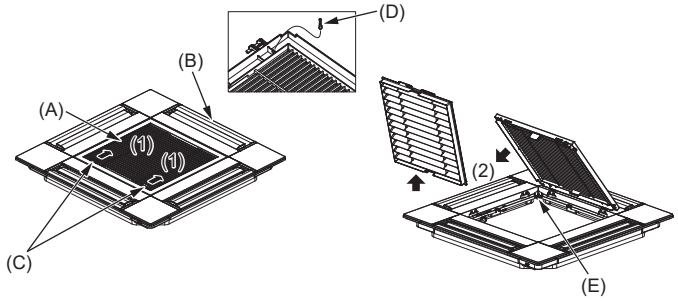

Abb. 10-3
10.2.1. Entfernen des Ansauggitters (Abb. 10-3)
- Zum Öffnen des Ansauggitters die Hebel in die mit dem Pfeil (1) gekennzeichnete Richtung schieben.
- Das Scharnier des Ansauggitters bei geöffnetem Ansauggitter (Position “offen”) vom Gitter in Pfeilrichtung (2) abnehmen.